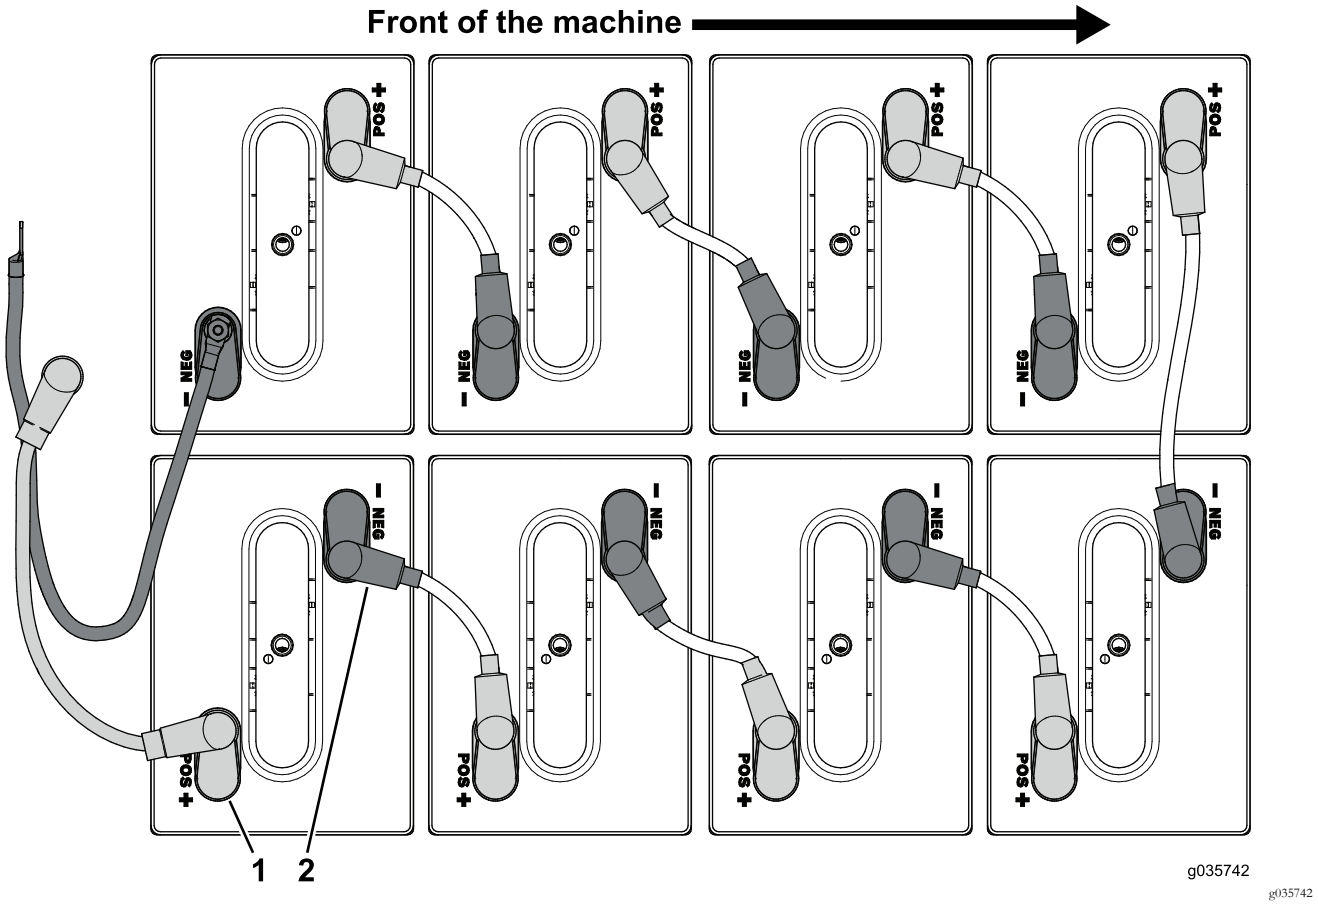

Figur 57
3. Koppla loss batterikablarna som är anslutna till pluspolen (+) på batterierna i den främre batteribrickan (Figur 57).
4. Koppla loss batterikablarna som är anslutna till minuspolen (–) på batterierna i den främre batteribrickan (Figur 57).